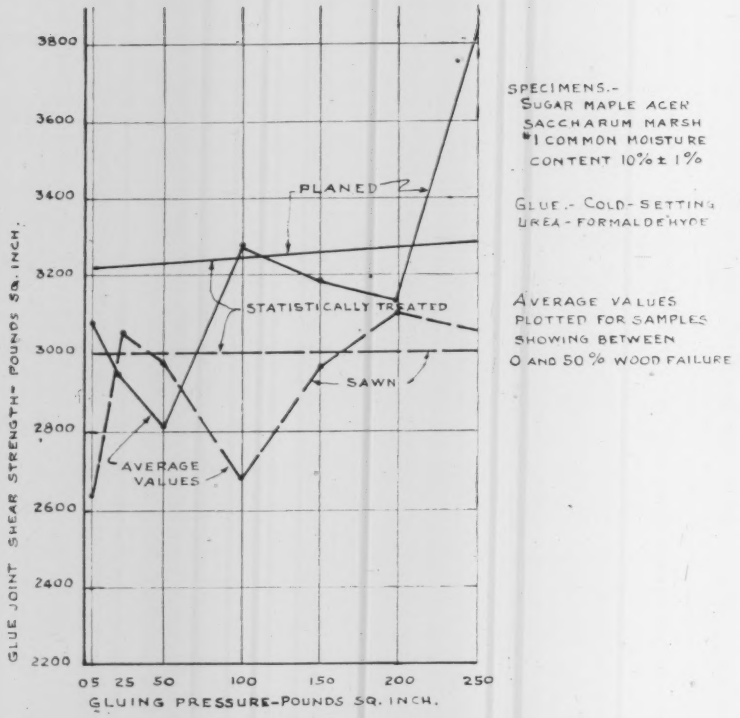

FIG. 8 VARIATION IN STRENGTH OF GLUED JOINTS FOR PLANED AND SAWN SURFACES WITH VARIATION OF GLUING PRESSURE
[7] Bibliography (5), Fig. 8, p. 38.
Variations in Strength of Glue Joints as Affected by Wood Surface. A study of the shear strength of glue joints, as affected by wood surfaces and glue pressures, has been made by the New York State College of Forestry (7). Tests were made for gluing pressures varying from 5 to 250 psi, with specimens of sugar maple having planed, sawed, sanded, burnished, and combed surfaces. The results of these tests for sawed and planed surfaces only are shown in Fig. 8. From Fig. 8 it is apparent that for